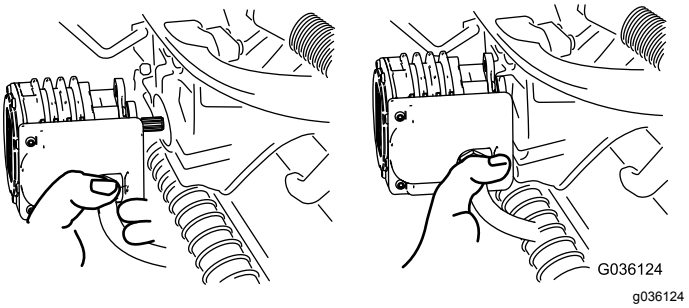

Figur 35
4. Flytta motorn till förvaringsutrymmet framför upphängningsarmen (Figur 35).